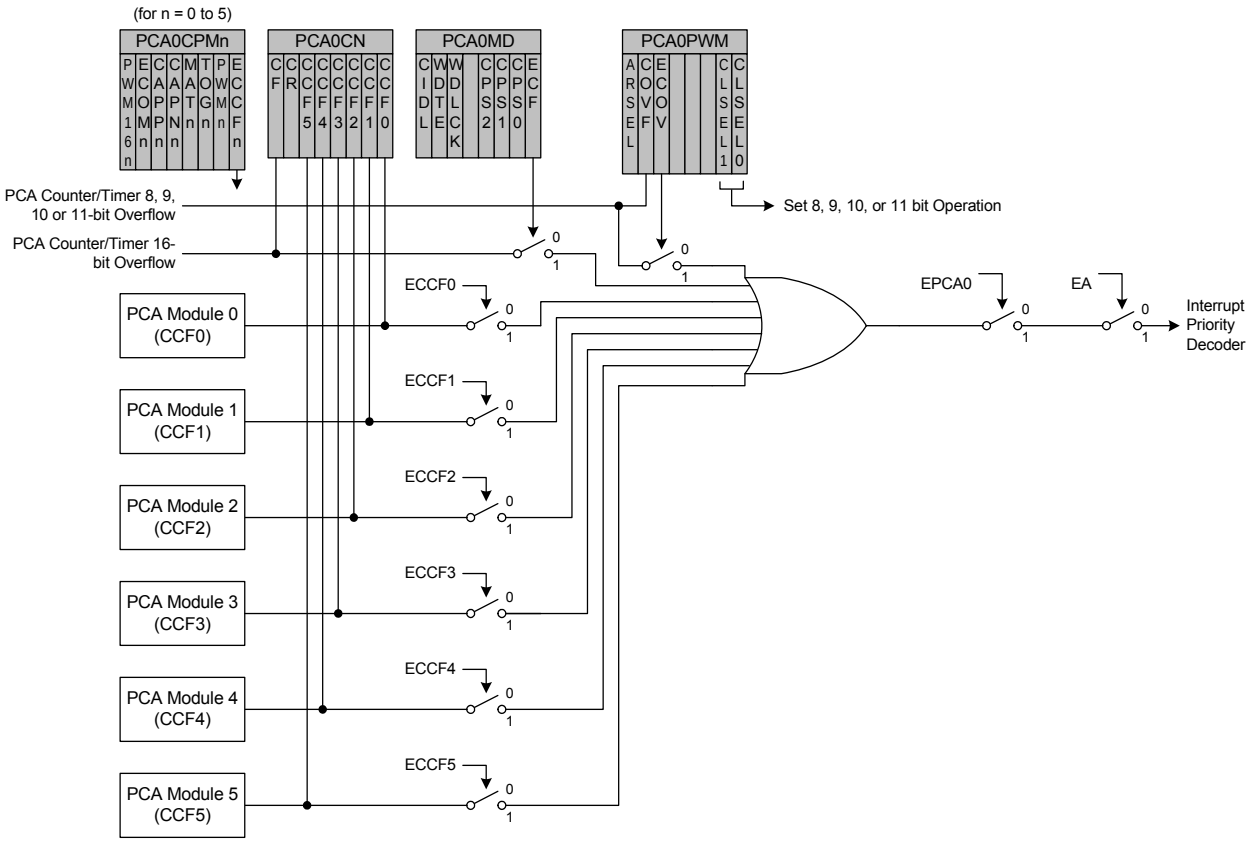

**Figure 28.3. PCA Interrupt Block Diagram**
Figure 28.3 shows a diagram of the PCA interrupt tree. There are eight independent event flags that can be used to generate a PCA0 interrupt. They are: the main PCA counter overflow flag (CF), which is set upon a 16-bit overflow of the PCA0 counter, an intermediate overflow flag (COVF), which can be set on an overflow from the 8th, 9th, 10th, or 11th bit of the PCA0 counter, and the individual flags for each PCA channel (CCF0, CCF1, CCF2, CCF3, CCF4, and CCF5), which are set according to the operation mode of that module. These event flags are always set when the trigger condition occurs. Each of these flags can be individually selected to generate a PCA0 interrupt, using the corresponding interrupt enable flag (ECF for CF, ECOV for COVF, and ECCFn for each CCFn). PCA0 interrupts must be globally enabled before any individual interrupt sources are recognized by the processor. PCA0 interrupts are globally enabled by setting the EA bit and the EPCA0 bit to logic 1.